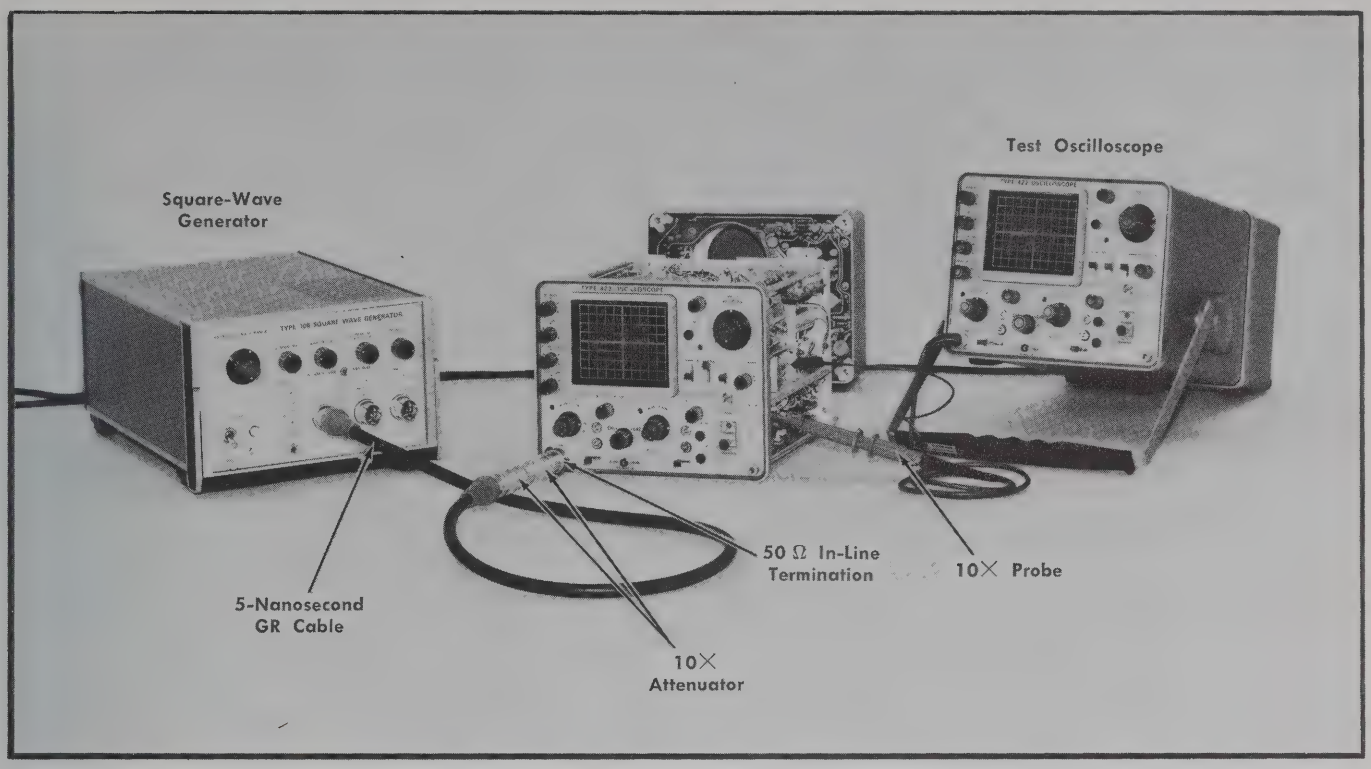

Fig. 6-33. Initial test equipment setup for steps 30—33.
a. Test equipment setup is shown in Fig. 6-33.